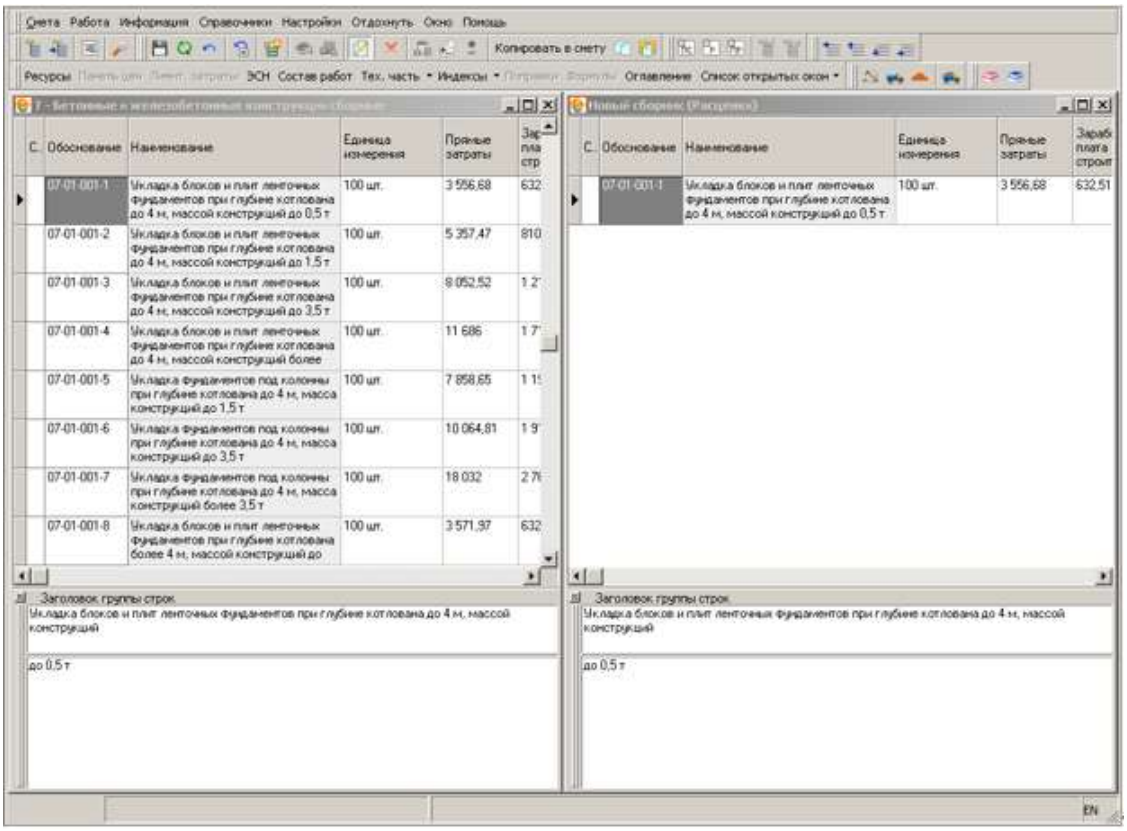

Рис. 1. Окна сборников, упорядоченные вертикально
3. В **Главном меню** выберите пункт **Окно – Упорядочить вертикально**. Результат показан на рис. 1.